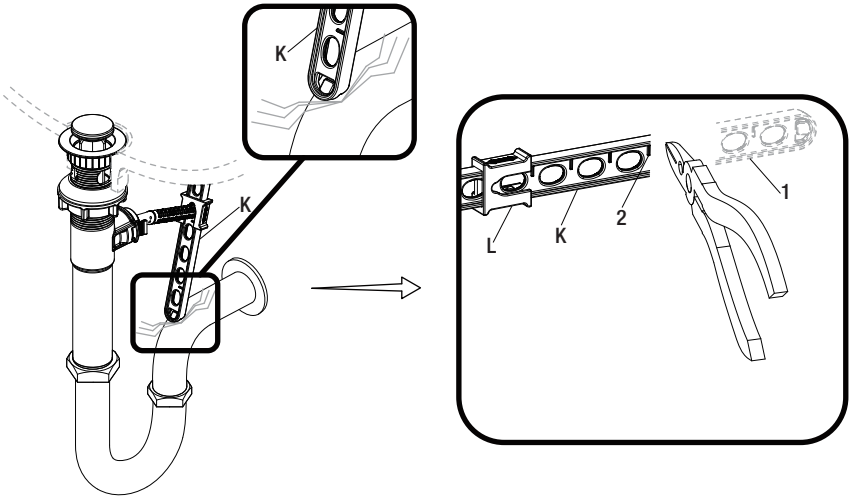

Fig. 1 Fig. 2
- ☐ If the pop up lift rod strap (K) is interfering with your installation, as shown in Fig. 1, the lift rod strap (K) can be cut shorter.